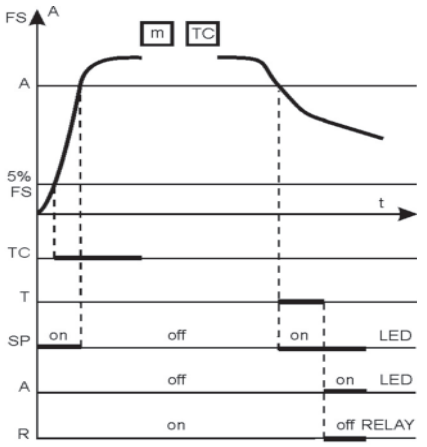

Fig.6
- DS1-3=OFF (TC viene attivato), il dispositivo non risulta in allarme a corrente "zero": le applicazioni più ricorrenti sono quelle per il controllo di elettropompe, ventilatori ecc. in cui si richiede che a motore fermo il dispositivo non sia in allarme (fig. 6).
- DS1-3=OFF (TC is activated), the device is not in alarm with current =0. Most of the applications are found in the field of fans and electro-pumps control, and in all the other cases where it is requested that the device is not in alarm when the motor is not running (fig. 6).